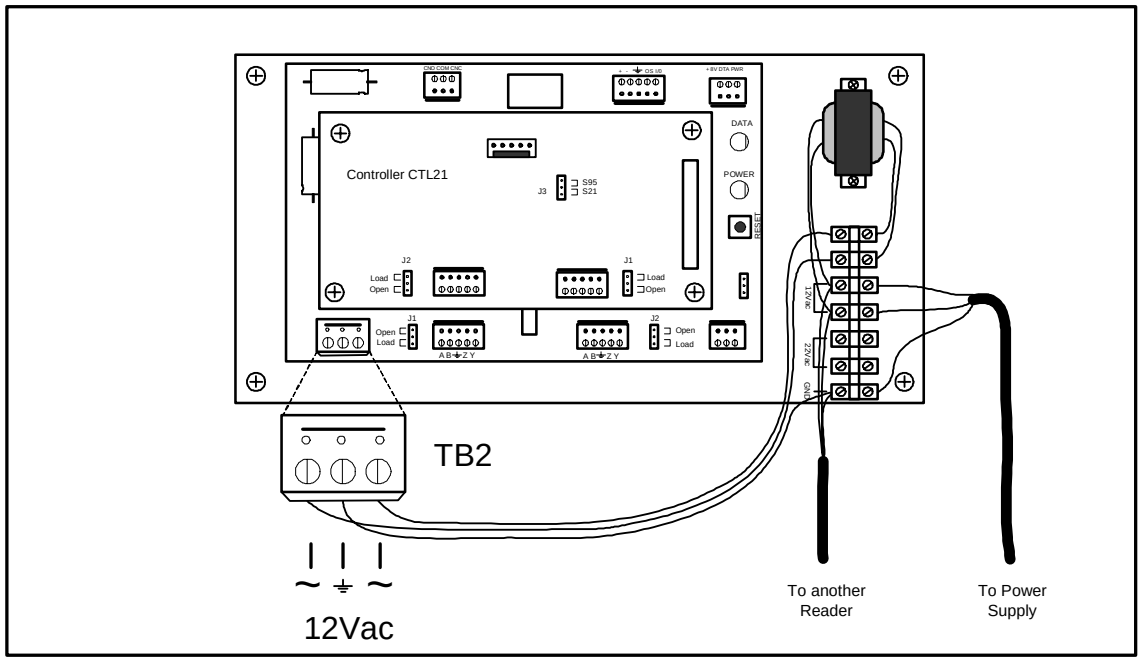

**Figure 2-5: Multiple Readers per Power Supply Connection.**
**Note** For this installation an isolation transformer is not required. However, if it is installed, the equipment still can be used in a one Reader per power supply configuration but it should be connected as if it is a part of a multiple Readers per power supply configuration (see Figure 2-5).
To connet the power supply to Reader RD21, refer to Figure 2-5 and complete the following steps:
3. Connect the power wires to the input of the transformer using terminal block pins marked 12Vac as shown in the Figure 2-5.
4. Connect the output of the transformer to TB2 pins marked "~" using the terminal block as shown in Figure 2-5.
5. Run the main ground connection to TB2 using terminal block pin marked GND as shown in Figure 2-5.